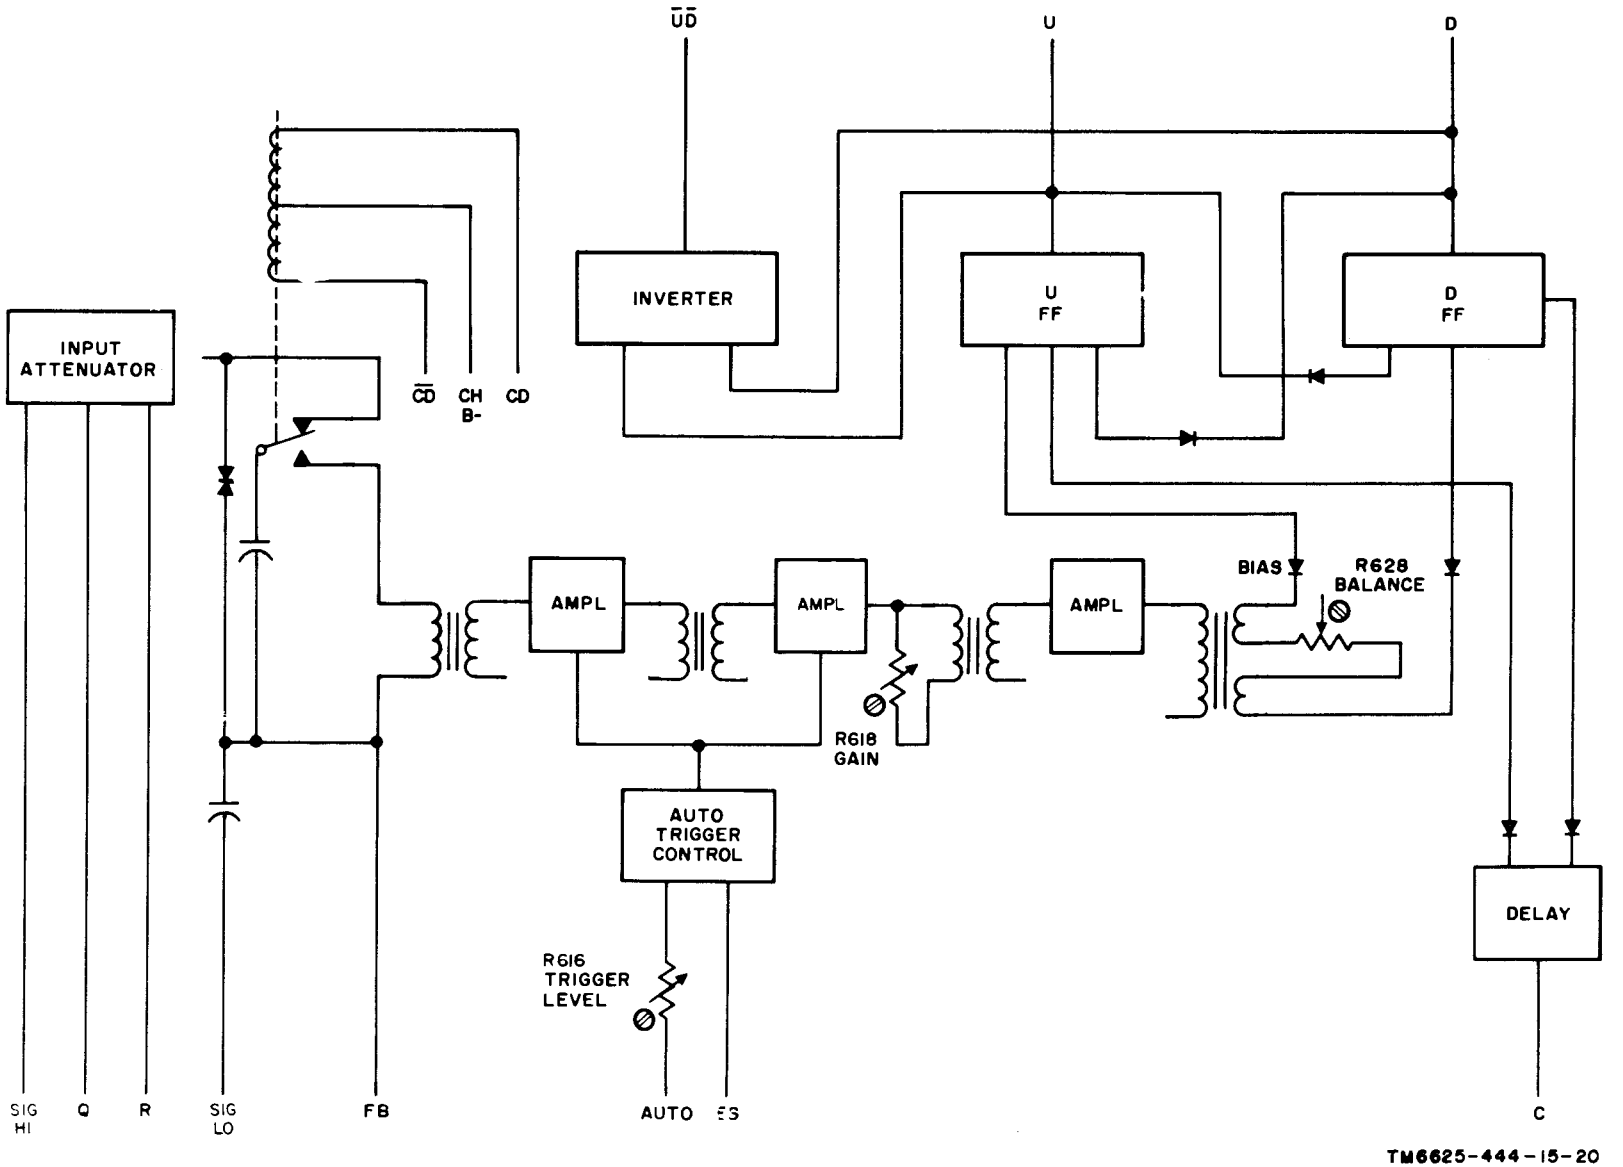

Figure 5-9. Error amplifier, block diagram.
a. Figure 5-9 is a block diagram of the error amplifier. The schematic diagram of the error amplifier is shown in figure 10-7. The unknown signal is fed through the input attenuator to one side of the chopper. The input attenuator is controlled by relays Q and R. The voltage across the chopper is limited to a nominal ±15 volts by Zener diode CR1.
b. Capacitor C2 is shorted across the primary of isolation transformer T1 for approximately 28 milliseconds. Approximately 5 milliseconds before the zero bit time, the chopper switches C2 to the signal and C2 charges toward the signal. Since the other side of C2 is connected to the feedback, it is not required that C2 be charged to the exact signal voltage; only direction of error is involved, Capacitor C2 should be charged close to the signal to avoid excessive losses in the resultant error signal to T1. The input attenuator has a maximum output impedance of 1 megohm; therefore C2 charges to approximately 0.95 of the signal. At zero bit time the chopper is driven. Approximately 350 microseconds later, the chopper transfers C2 in shunt with the primary of T1. Unless the feedback exactly equals the signal, C2 contains a charge; this energy is transferred to T1, resulting in an approximate 1-microsecond pulse to Q1. The direction of current flow depends on the polarity of the error. The error pulse is amplified by a three-stage transformer-coupled amplifier, The gain of the amplifier is controlled by R18. If the signal is more positive than the feedback, the UP (U) FF is set. If the signal is less positive than the feedback, the DOWN (D) FF is set. The U and D flip-flops are moss-coupled so that if one of them is set, the other is held zeroed. If either D is set, $\overline{U}\overline{D}$ is held at ground by Q10. R628 is adjusted so that the sensitivity of the U and D flip-flops is equal. At zero bit time $\overline{C}$ is zeroed. Approximately 1 1/2 milliseconds later, $\overline{C}$ is set. When $\overline{C}$ is set, U and D are zeroed and held in this condition until after $\overline{C}$ is